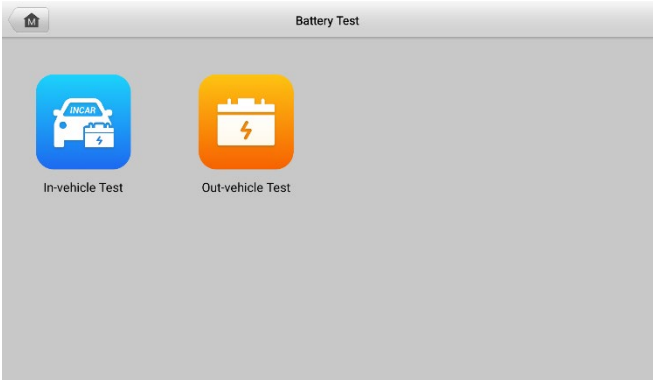

Figure 7-3 Battery Test Screen
1. Tap the **Battery Test** application on the MaxiCOM Job Menu. The Battery Test screen displays (see *Figure 7-3 Battery Test Screen*).